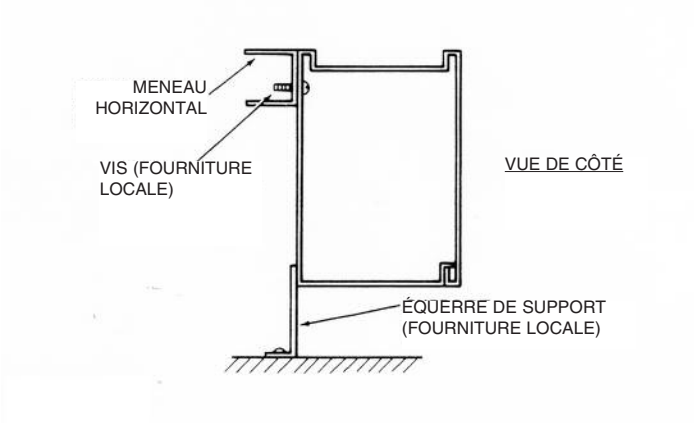

Figure 7
2. Pour une installation sur meneau horizontal, placez des équerres de support comme montré en Figure 7.